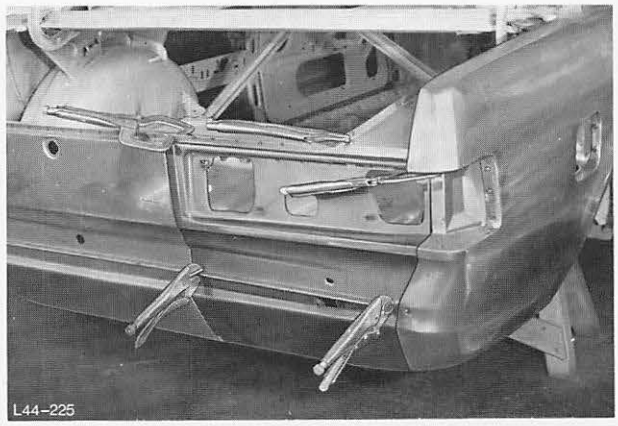

Abb. 240 Neuteile anpassen und Spannzangen befestigen
12. Rückwandblech mit Schürze – Teileinsatz anpassen und mit Spannzangen befestigen, Abb. 240.